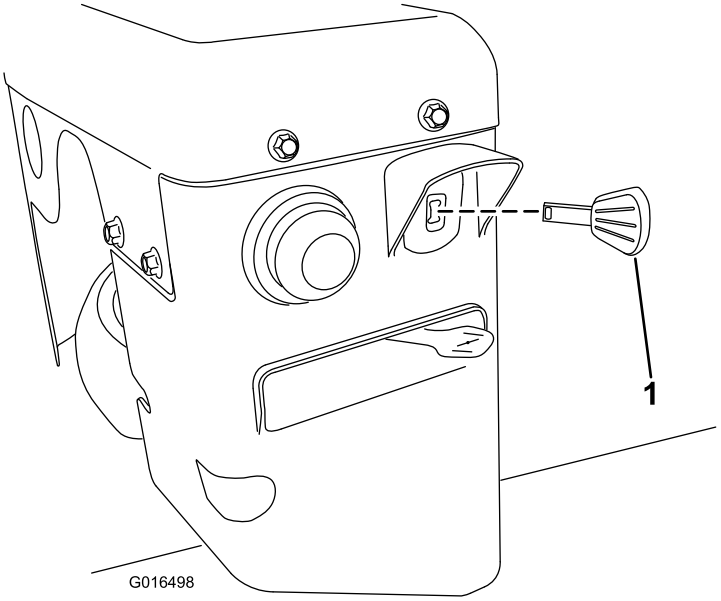

Figur 26
3. Sett tenningsnøkkelen helt inn (Figur 26).